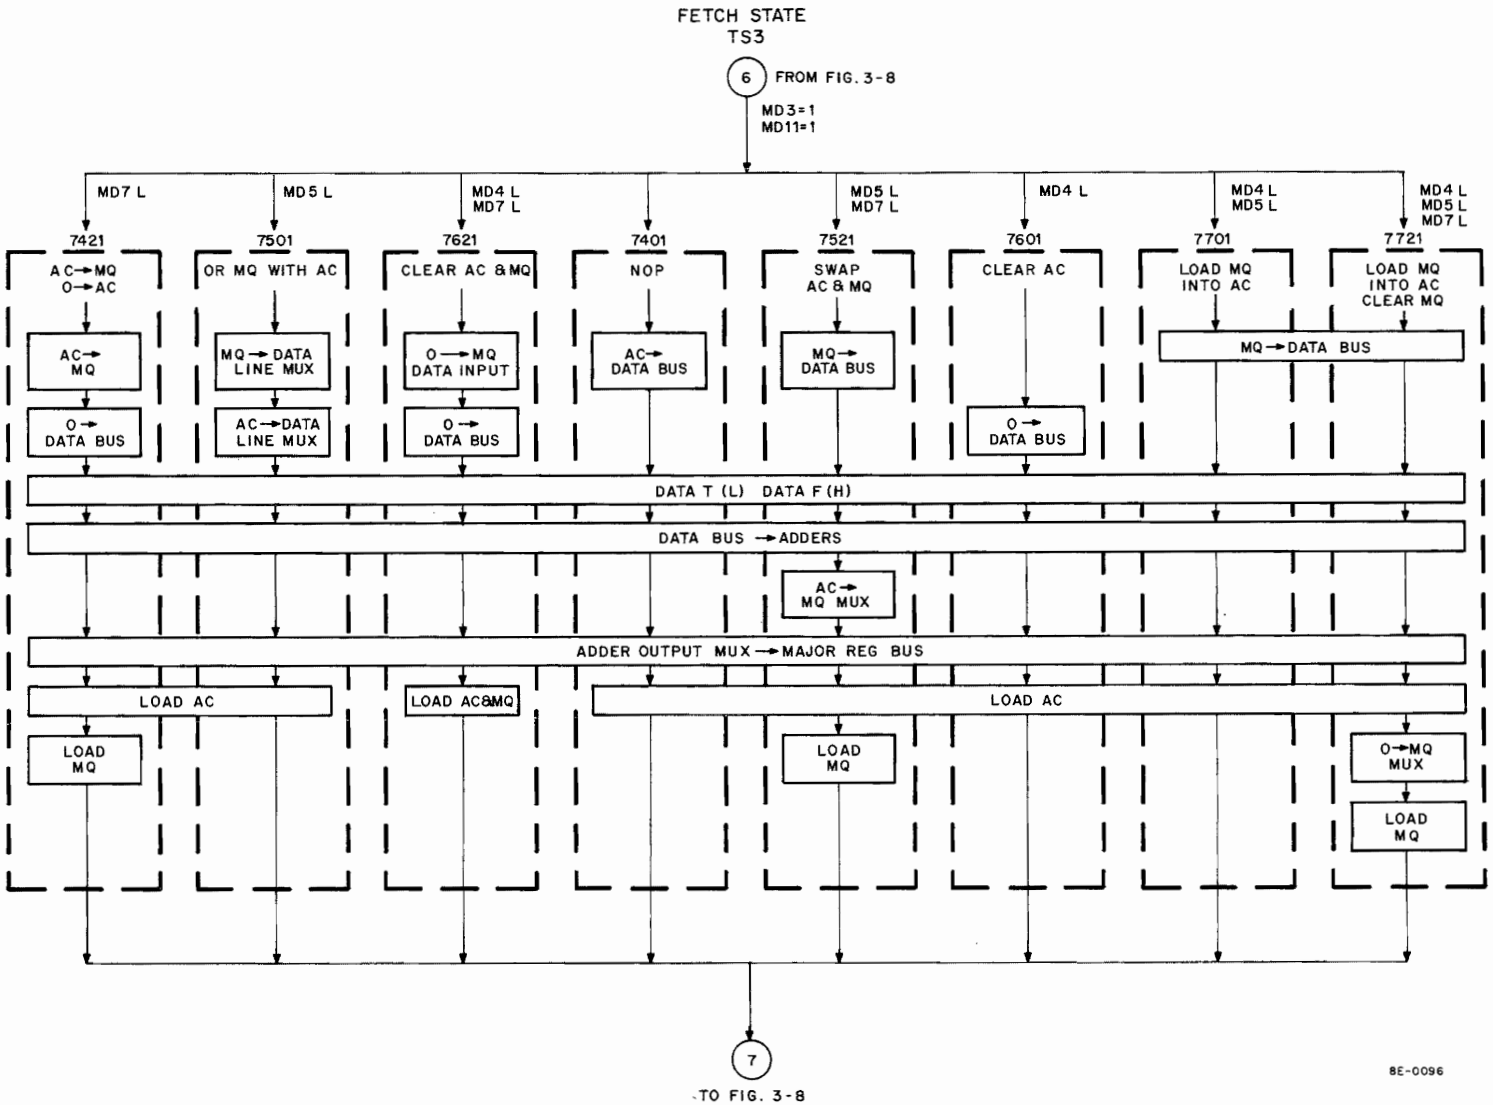

Figure 3-11 Group 3 Operate Microinstructions (1 Cycle)
Group 3 operate microinstructions are established when MD3 L (1) and MD11 L (1) are decoded. Eight Group 3 operate microinstructions are illustrated in Figure 3-11. Six instructions involve operations between the AC and MQ Registers.